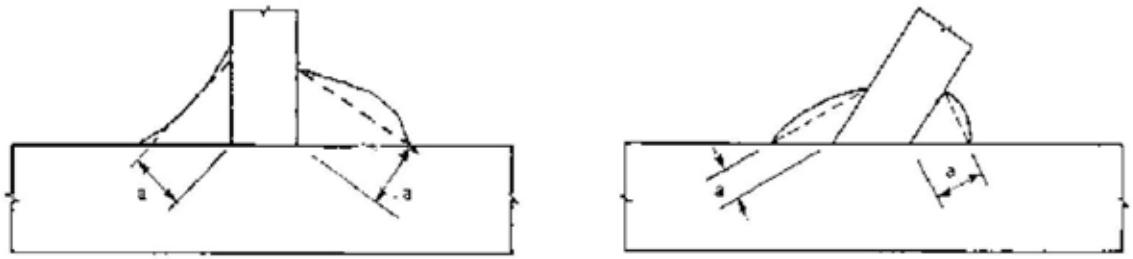

**Bild 4.3 — Kehlnahtdicke**
- *Die wirksame Nahtdicke a einer Kehlnaht ist in der Regel als die bis zum theoretischen Wurzelpunkt gemessene Höhe des einschreibbaren (gleichschenkligen oder nicht gleichschenkligen) Dreiecks anzunehmen, siehe Bild 4.3.*